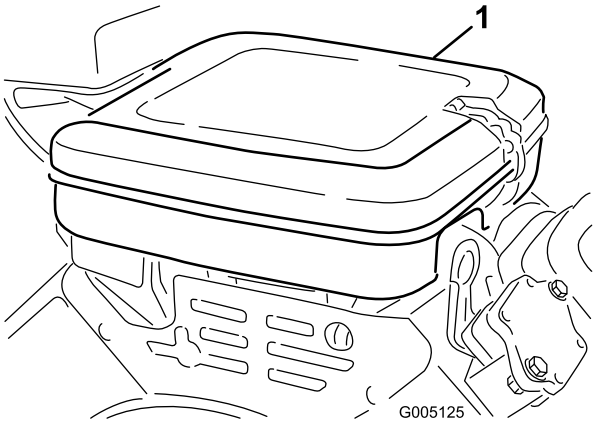

Figur 41
1. Ta av låseklemmene, og ta dekslet av luftrenseren (Figur 41). Rengjør dekslet grundig.